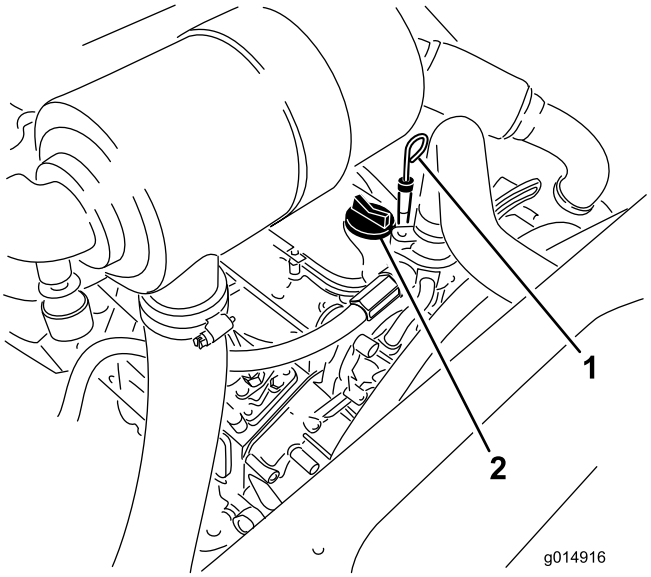

Figur 44
3. Fjern målepinden, tør den af, og sæt den tilbage igen (Figur 44).
5. Hvis olieniveauet er under Full-mærket, skal du fjerne påfyldningsdækslet (Figur 44) og fylde olie på, indtil niveauet når Full-mærket.